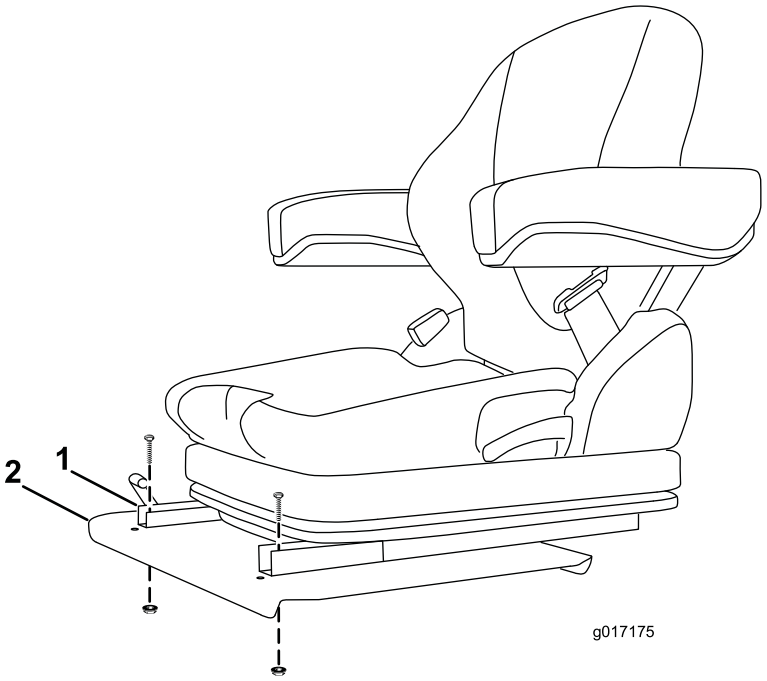

Figur 5
2. Monter forenden af hver sædeslæde på sædesoklen med en bolt og flangemøtrik (Figur 5).